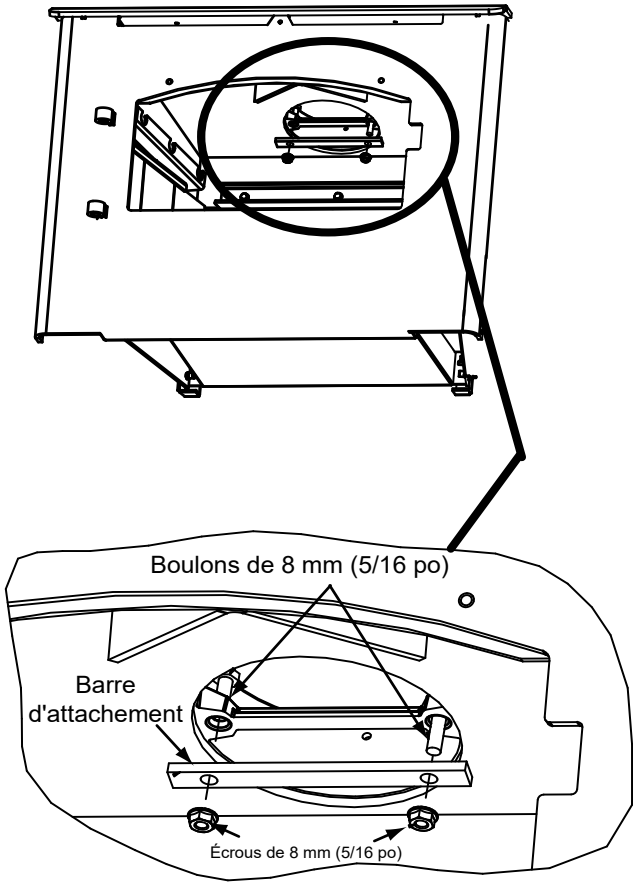

Figure 19.3
1. Une fois l'appareil en place et fixé, atteignez et saisissez la barre de fixation à travers l'ouverture de la cheminée et tirez-la vers le bas à l'intérieur de l'ouverture de la cheminée **(Figure 19.3)**.